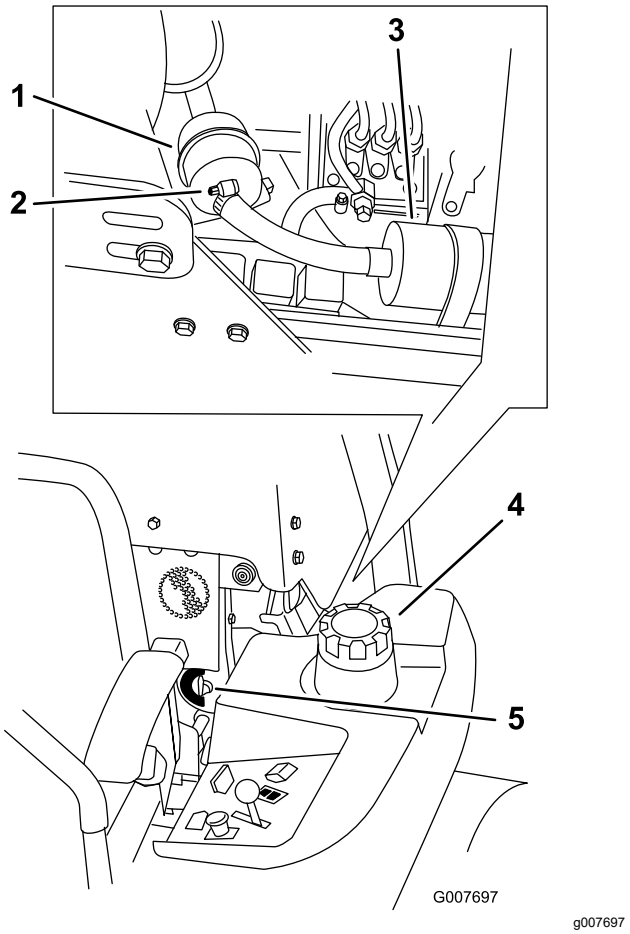

Rysunek 67
4. Zamknij zawór odcinający paliwo (Rysunek 67).
5. Poluzuj dwie obejmy przewodów i odłącz przewody paliwowe od filtra paliwa (Rysunek 67).
6. Zamontuj nowy filtr. Podłącz przewody paliwowe do filtra paliwa i załóż 2 obejmy przewodów (Rysunek 67).